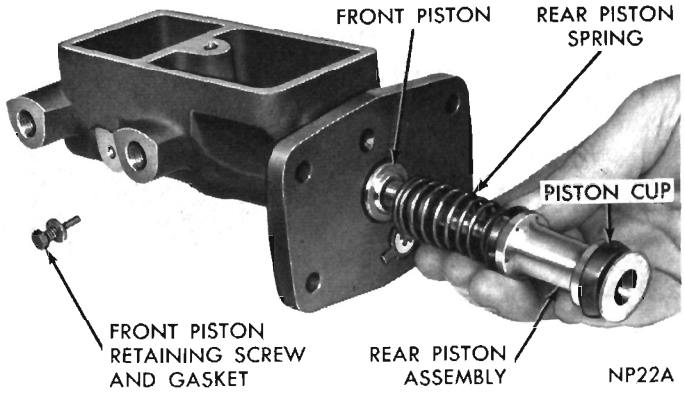

Fig. 6—Installing Rear Piston Assembly
(2) Center spring retainer of rear piston assembly over shoulder of front piston. Push piston assemblies into bore up to center piston cup. Carefully work cup into bore than push piston in up to the rear cup. Carefully work lip of rear cup into bore, then push in on piston until seated (Fig. 6).
(3) Holding piston in seated position, move piston retainer over piston and tighten screw securely.